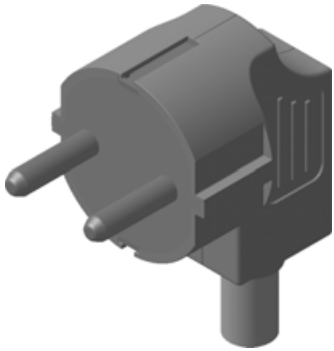

Рис. 7.94
- На этом построение сборки **Вилка** закончено. В дереве построения включите отображение детали **Крышка правая** и сохраните готовую модель на диске (рис. 7.94).